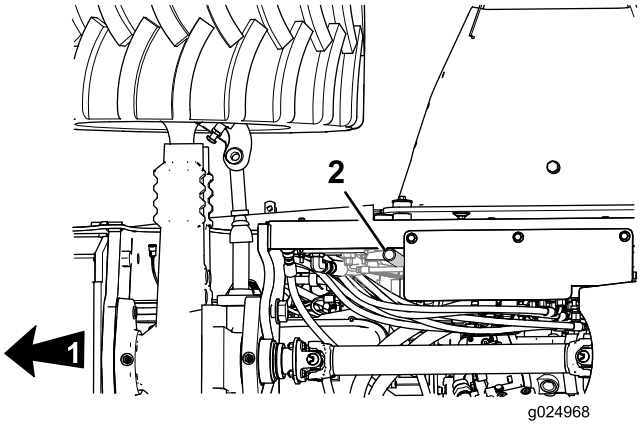

Bild 66
1. Prüfen Sie den Entlüfterschlauch für das Kurbelgehäuse (Bild 66) auf Rückstände, Schmutz oder Eis.